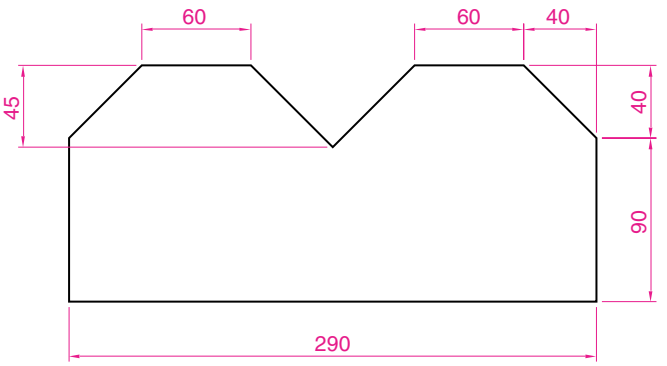

Fig. 6.11 Second example – outline for dimensions
1. Construct the outline in Fig. 6.11 – a pline of width = **1**.